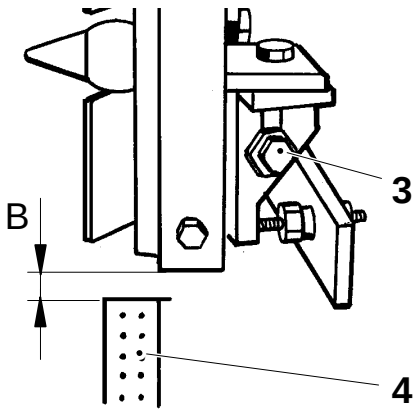

Fig. 3
Set gap B between the LS nozzle and the short stop nozzle (4) when the machine is **cold**. To adjust, loosen the screws (3), see fig. 3.